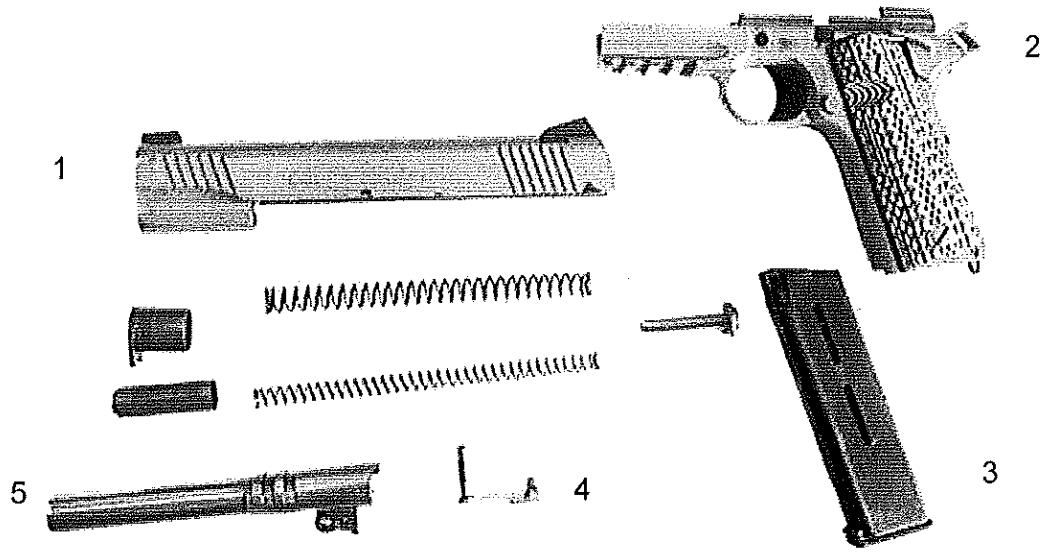

Figure A-3. M45A1 Major Components.
The slide assembly (see fig. A-3, item 1 on page 164) houses the barrel, firing pin, and extractor. Lighting for night operations is provided by radioactive tritium gas contained in the front and rear sights.
The receiver assembly (see fig. A-3, item 2 on page 164) with integrated MIL-STD [military standard] 1913 rail houses the trigger, hammer, sear, ejector, disconnector, magazine release/catch, ambidextrous safety, and grip safety. It ejects the empty cartridge case and accepts and locks the magazine assembly into place.
The magazine assembly (see fig. A-3, item 3 on page 164) is held in the receiver assembly by the magazine release/catch. The magazine assembly holds the cartridges and presents the cartridge for chambering by the forward motion of the slide assembly.
The slide assembly is connected to the receiver assembly through the barrel link by the slide stop pin (see fig. A-3, item 4 on page 164).
The barrel assembly is housed within the slide assembly (see fig. A-3, item 5 on page 164). The barrel assembly holds and fires the cartridge, extracts and ejects the empty cartridge case after firing, and cocks the hammer.